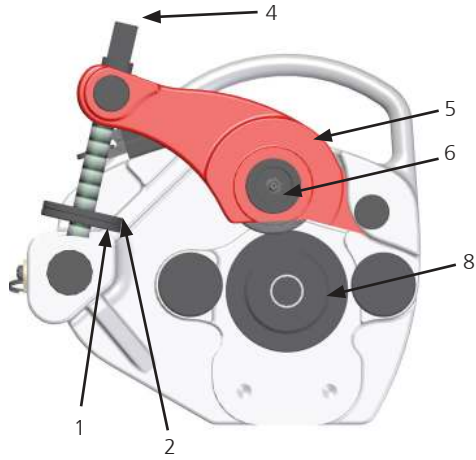

Afbeelding 2
- Draai de borgmoer (zie afbeelding 2, nr.2) en de stelmoer (zie afbeelding 2, nr.1) tegen de klok in op een werkbank of op de vloer.
- Draai de richtschroef (zie afbeelding 2, nr.4) tegen de klok in om de bovenrol uit de draaischroef te "tillen" (zie afbeelding 2, nr. 5).